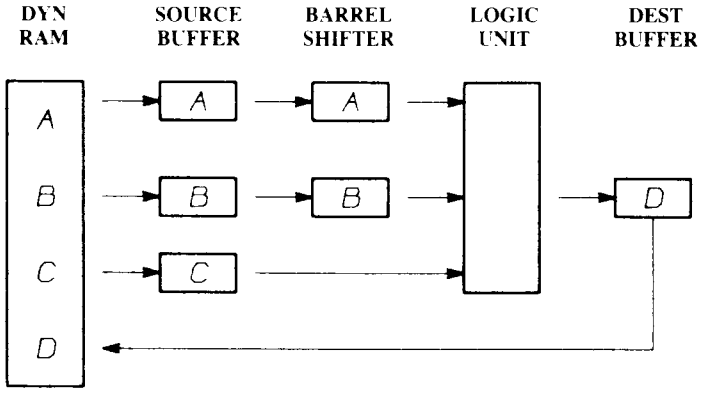

FIGURE 6.3. Blitter Block Diagram
The block diagram (Figure 6.3) for this device shows the DMA control and address bus logic. The output of each controller indicates the number of DMA channels driving the Register Address Encoder and RAM Address Generator.
The procedure for moving and combining bit-mapped images in memory received the name Bit Blit from a computer instruction that did block transfers of data on bit boundaries. These routines became known as Bit Blitters or Blitters. The Blitter DMA Controller is preloaded with the address and size of three source images (A, B, and C) and one destination (D) in the dynamic RAM (refer to Figure 6.3). These images can be as small as a single character or as large as twice the screen size. They can be full images or smaller windows of a larger image. After one work of each source image is sequentially loaded into the source buffer (A, B, C) they are shifted and then combined together in the logical unit to perform image movement overlay, masking, and replacements. The result is captured in the destination buffer (D) and sent back to the RAM memory destination address.